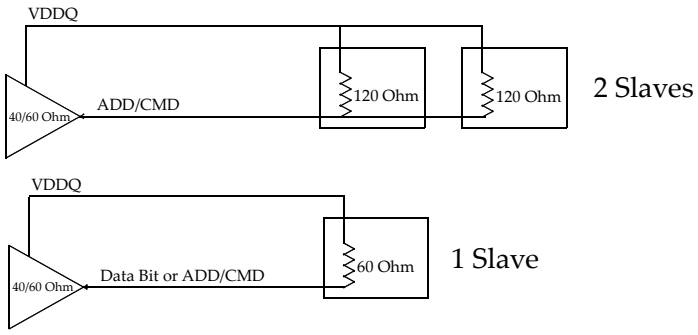

Figure 94:System Configurations
1.) First calibrate the PMOS device against a 120 Ohm resister to VSS via the ZQ pin as illustrated in Figure 94.